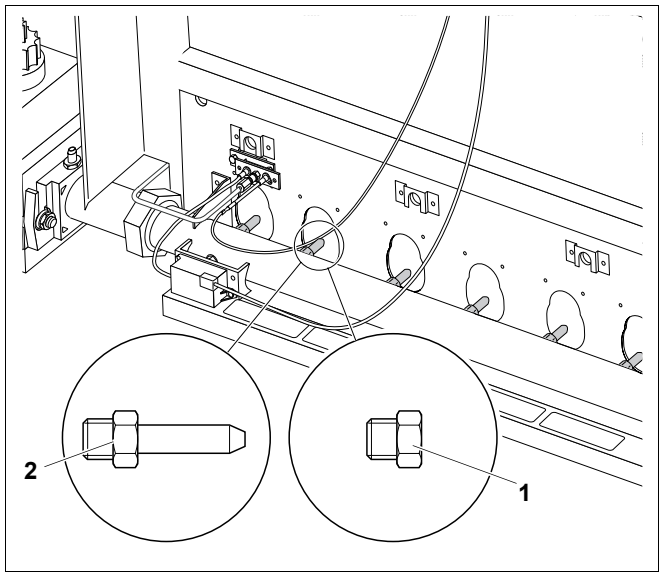

Рис. 6 Контроль форсунок основного газа
- Проверить, совпадает ли обозначение форсунок основного газа (рис. 6) с приведенным в (таб. 12), если требуется, то переустановите на другой вид газа (см. "Перенастройка котла на другой вид газа", стр. 48).